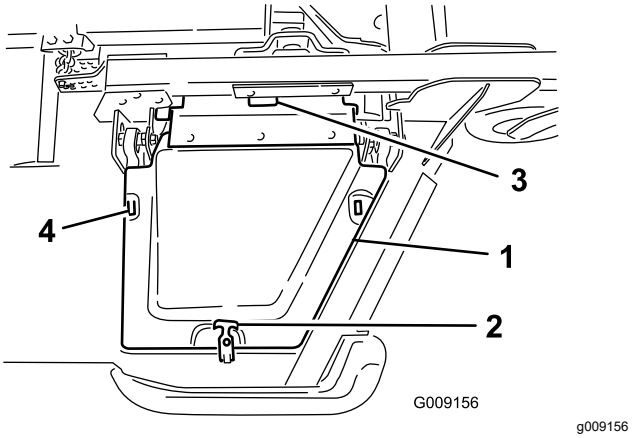

**Figuur 6**
8. Monteer de maaidekkap van de winglet en maak het vast met de rubberen vergrendeling (Figuur 6).